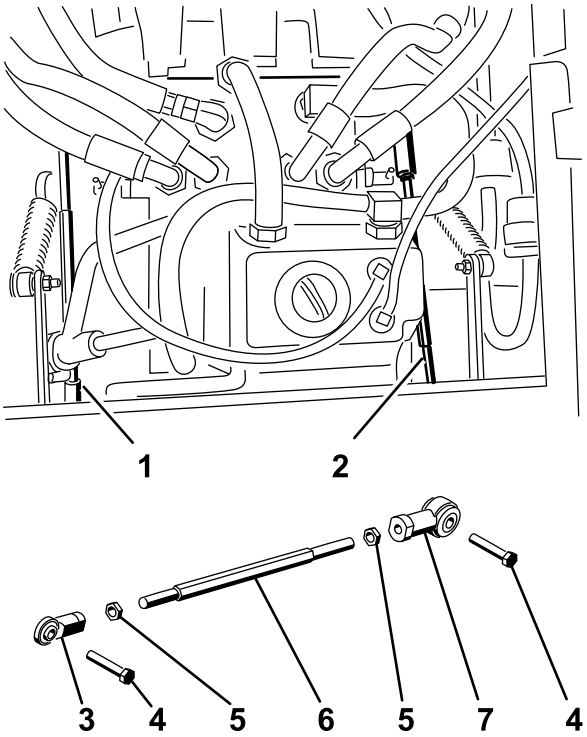

Figuur 90
6. U stelt de lengte van de pompstang aan een kant af door de zeskantige as in de juiste richting te draaien, totdat het corresponderende wiel stilstaat of iets achteruit kruipt (Figuur 90).